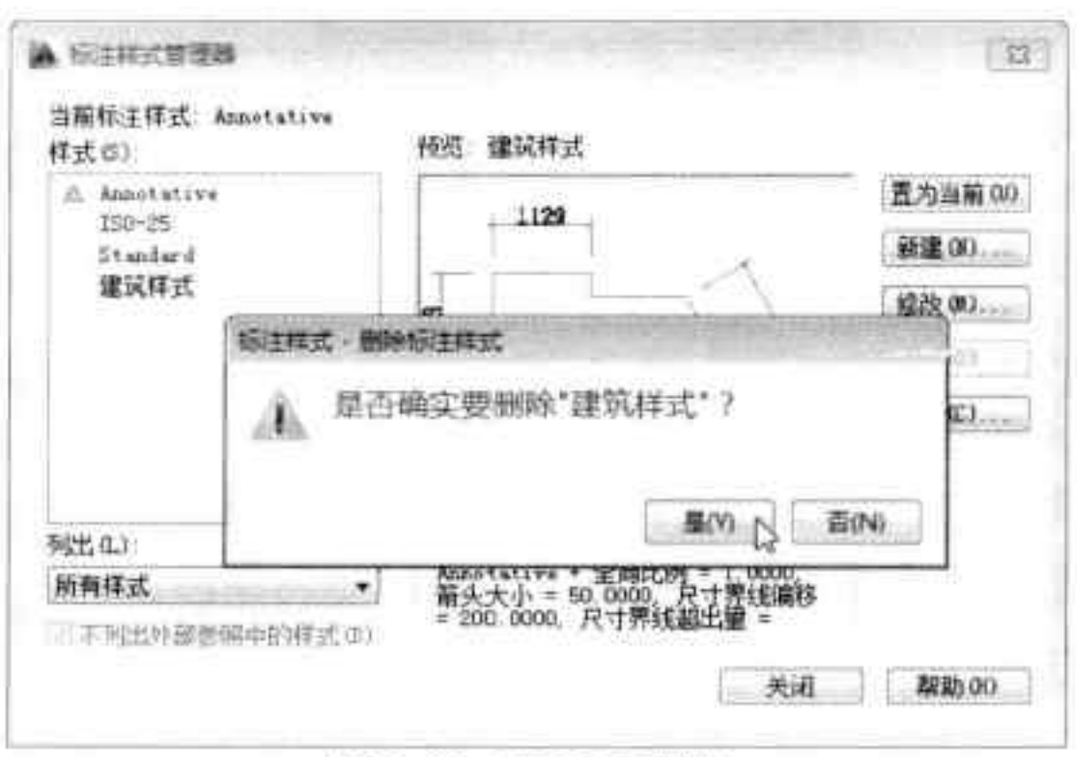

图9-20 确定是否删除
Step 03 在打开的系统提示框中，单击“是”按钮，如图 9-20 所示。